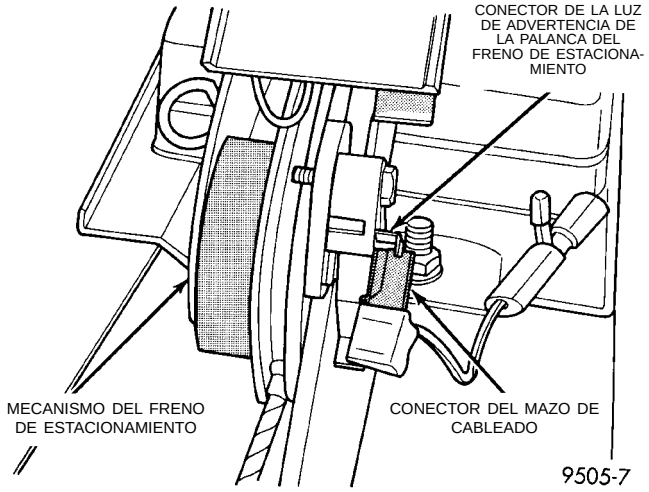
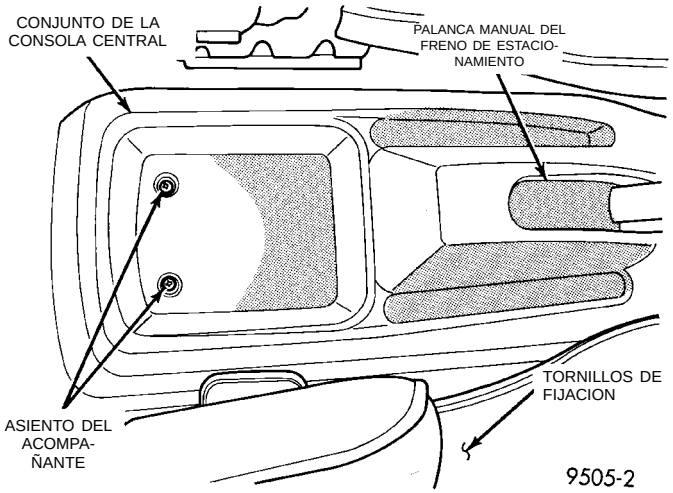
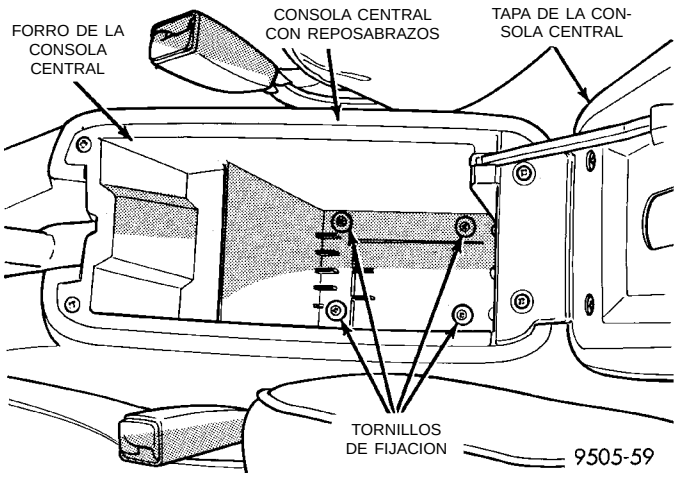
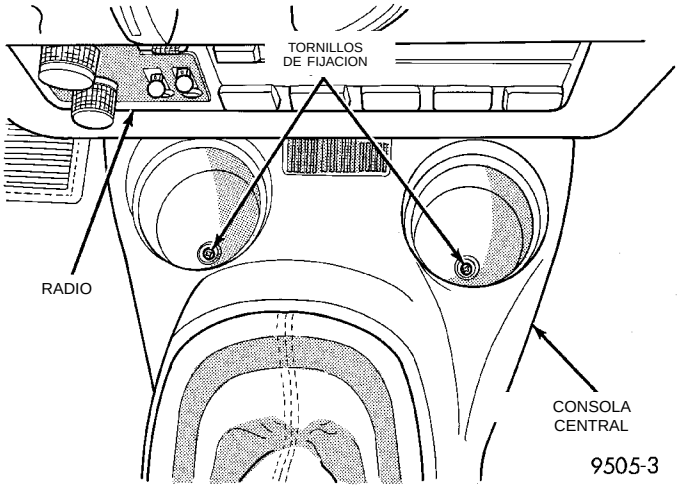

Fig. 17 Conexión de la luz de advertencia de freno a la palanca del freno de estacionamiento
Fig. 18 Tornillos de fijación de la consola central con/sin reposabrazos
Fig. 19 Tornillos de fijación en la parte trasera de la consola central con reposabrazos
Fig. 20 Tornillos de fijación en la parte delantera de la consola central
(8) Conecte el conector eléctrico correspondiente a la luz de advertencia de freno en el terminal del conjunto de la palanca de freno de estacionamiento (Fig. 17).
(9) Accione la palanca del freno de estacionamiento una vez a fin de posicionar los cables de freno de estacionamiento. Luego regrese la palanca de freno de estacionamiento a su posición de descanso. Verifique las ruedas traseras del vehículo. Deberían girar libremente sin roces.
(10) Eleve la palanca del freno de estacionamiento hasta su posición de completamente enganchada. Esto es necesario para permitir la instalación de la consola central.
(11) Instale el conjunto de la consola central.
(12) Instale los cuatro tornillos de fijación del conjunto de la consola central (Fig. 18), (Fig. 19) y (Fig. 20).
(13) Reemplace el pomo y el dispositivo de fijación del cambiador.
(14) No conecte el cable negativo de la batería. Consulte Diagnosis y prueba para informarse acerca de los procedimientos adecuados de prueba del sistema Airbag.